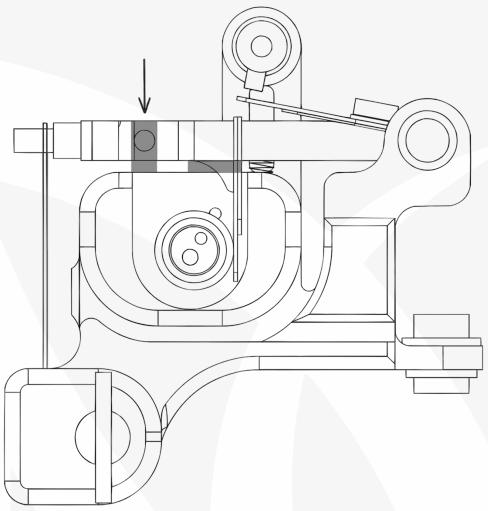

Fig 7: *Activaction de la vis d’impact*
- **Instruction :** Si vous souhaitez actionner à nouveau la **vis d’impact**, le **caoutchouc** entre le **châssis** et la **barre d’armature** permet à la barre d’armature d'être correctement alignée et parallèle au **châssis**. Posez simplement la barre **d’armature**(1) vers le bas et vissez la **vis d’impact**(2) jusqu'à ce qu'elle touche le **châssis**(17). Cette **innovation** rend le processus de réglage beaucoup plus **facile** et plus **précis**. (Fig. 7)